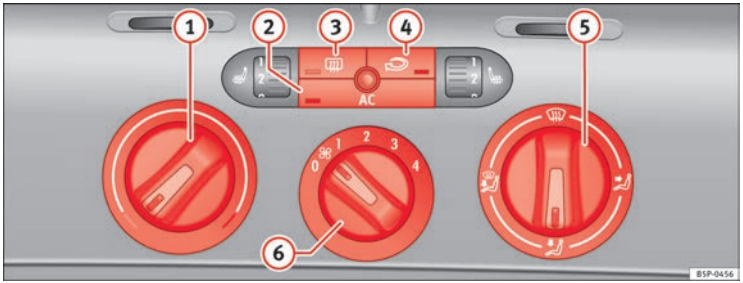

Fig. 126 On the dash panel: Climatic controls
– Use the knobs ⇒ Fig. 126 (1) and (5) and control (6) to set the temperature, air distribution and blower speed.
– To switch a function on or off, press the appropriate button (2), (3) or (4). When the function is activated, the display window in the lower corner of the button is lit.
(1) Temperature selector ⇒ page 157
(2) AC button – Heating, ventilation and air-conditioning system on/off ⇒ page 157
(3) button – Heated rear window The heating will be switched off automatically approximately *20 minutes* after switching on. It can also be switched off beforehand by pushing the button.
(4) Button – Air recirculation mode ⇒ page 158
(5) Air distribution control ⇒ page 157
(6) Blower switch. There are four speed settings for the air flow. The air flow should always be set at the lowest speed when driving slowly.
– Switch on the air conditioner using the button ⇒ Fig. 126 AC.